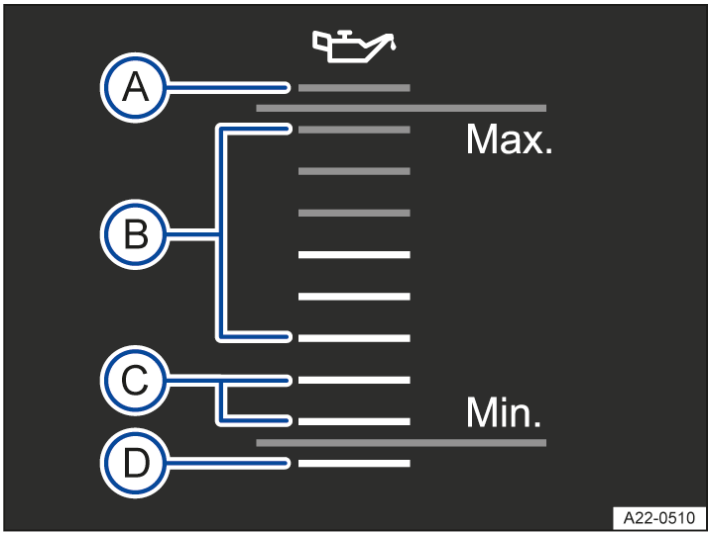

Fig. 3 In the Infotainment system: oil level display (general example).
Possible measures after reading the engine oil level in the Infotainment system→ *fig. 3*:
Never add too much oil. When you are done adding oil, the engine oil level should come up to the middle of the → *fig. 2* or → *fig. 3* (B) range. It should not be above→ *fig. 2* or → *fig. 3* (B), it should be in the (A) range, and it must not be in the area above → *fig. 2* or → *fig. 3* (A).
5. If you accidentally add too much engine oil and the engine oil level is in the area above→ *fig. 2* or → *fig. 3* (A), do not start the engine →ⓘ. Contact an authorized Volkswagen dealer or authorized Volkswagen Service Facility for assistance.